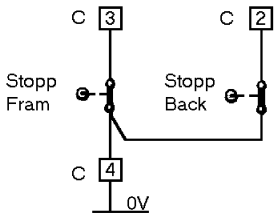

Fig 12
- Grænsestillingsomskifter for kørebevægelse (venstre eller højre), se fig. 12 på side 67.